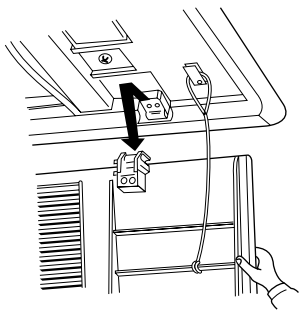

Figure 3
(3) Draw the string of the air intake grille to prevent the air intake grille from dropping. (See Figure 3)